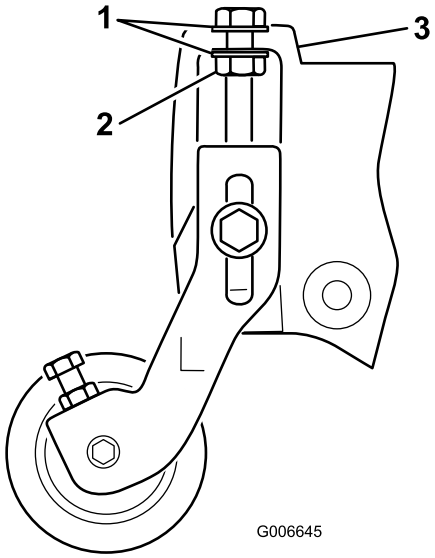

Figura 21
Nota: Las arandelas de los pernos de ajuste de la altura de corte deben estar situados en cada lado de la brida de la chapa lateral (Figura 21).
17. Apriete la contratuerca del perno de ajuste de la altura de corte hasta que las arandelas toquen la brida de la chapa lateral, luego afloje la tuerca 1/2 vuelta (Figura 21).